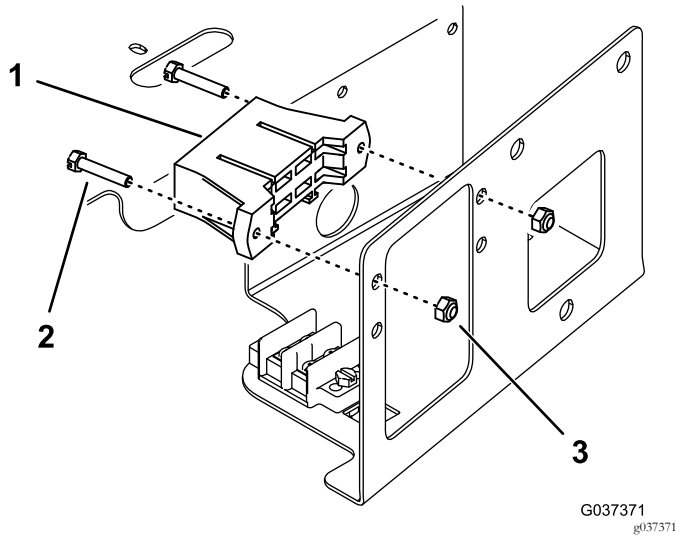

Figur 4
4. Montera säkringsblocket på höljets sida, ovanför det befintliga säkringsblocket, med två skruvar och två låsmuttrar (Figur 4).